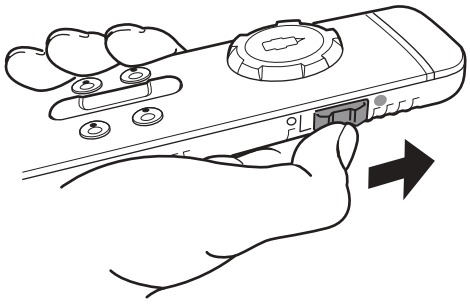

Abb. 13
- ► Seitlichen Schiebeschalter nach vorne schieben (Abb. 13). Nach dem Einschalten blinkt das Symbol ⏻ für ca. 5 Sekunden in der Symbolleiste. Danach leuchtet das Symbol ⏻ dauerhaft und das Rangiersystem ist betriebsbereit.